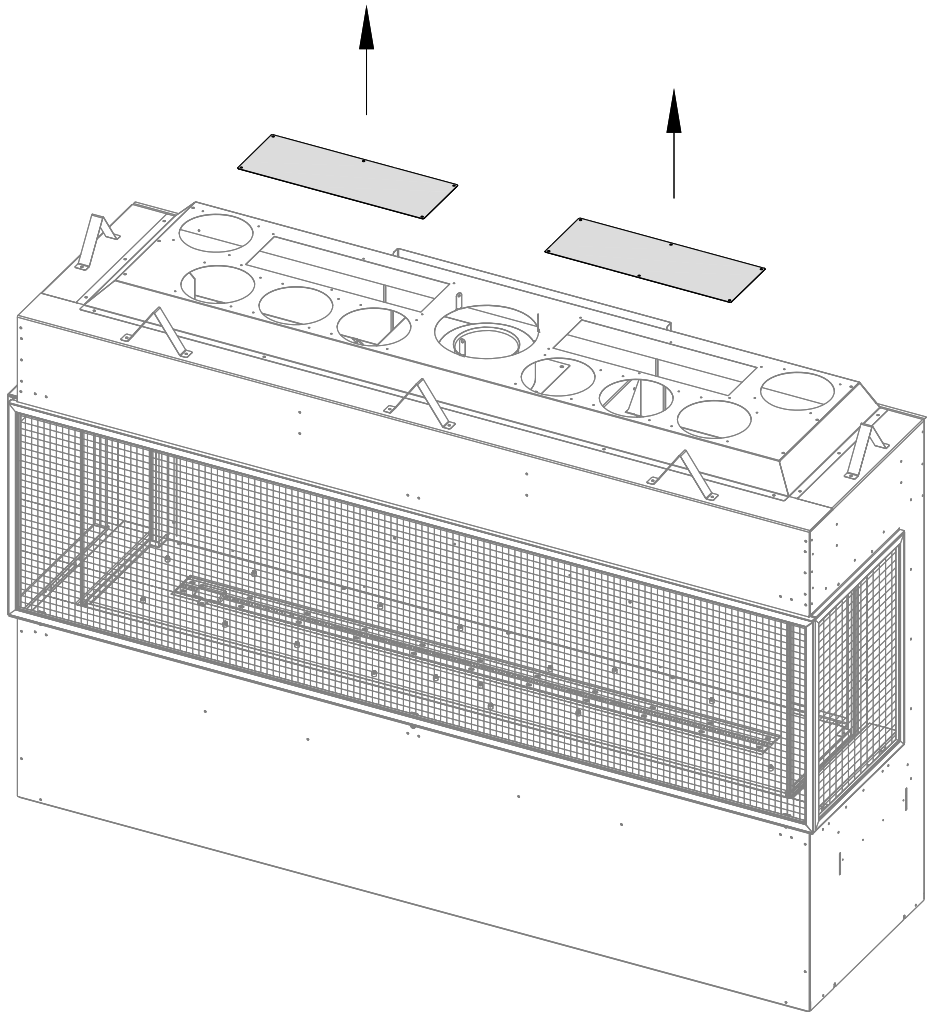

Figure 3.15 - Retrait des couvercles rectangulaires pour la cavité ventilée
1. Retirez les (2) couvercles rectangulaires situés sur le dessus du foyer, tel que montré à la Figure 3.15. Jetez ces (2) couvercles.